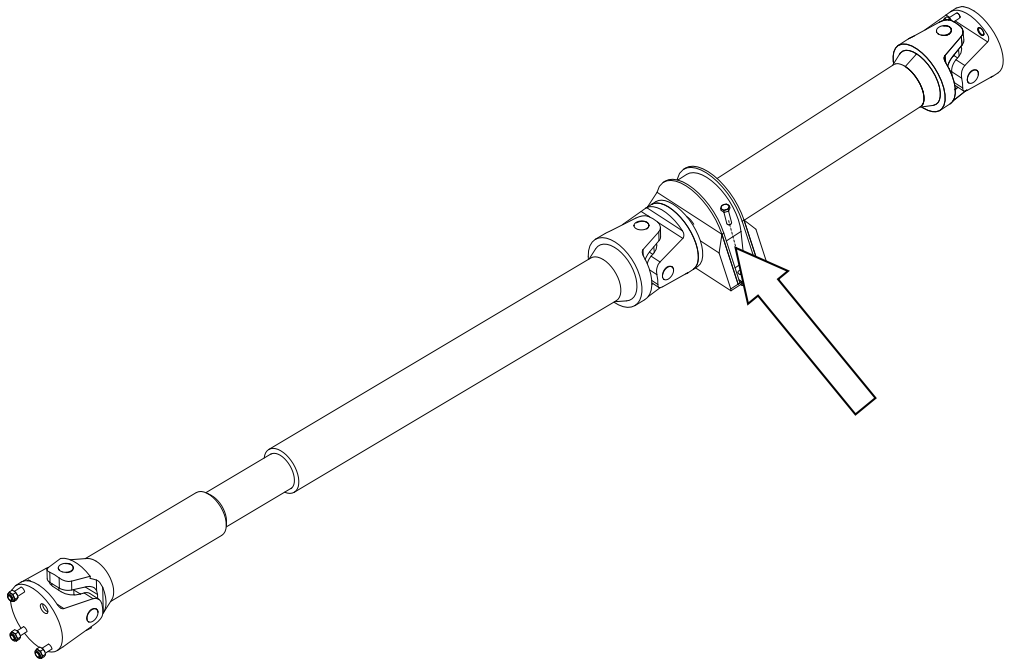

Rys. 3 Mocowanie dodatkowej podpory wału – podpora wskazana strzałką.
- odkręcić dwie śruby mocujące dodatkową podporę wału – U15, U15LE (Rys. 3);